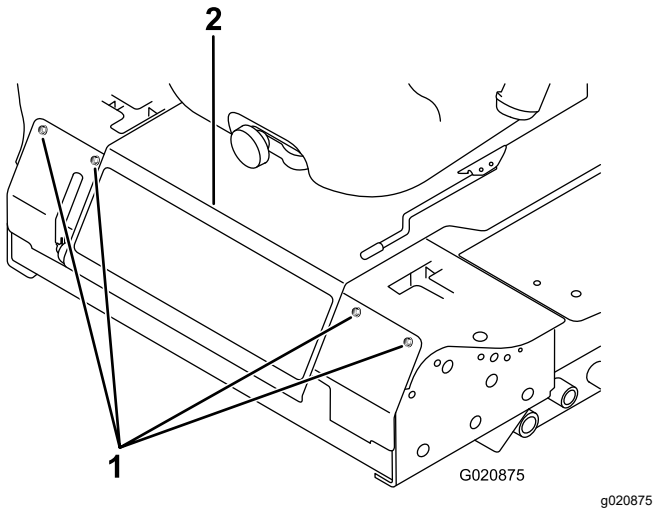

Figura 44
2. Togliete i bulloni che fissano il pannello anteriore, e rimuovete il pannello (Figura 44).